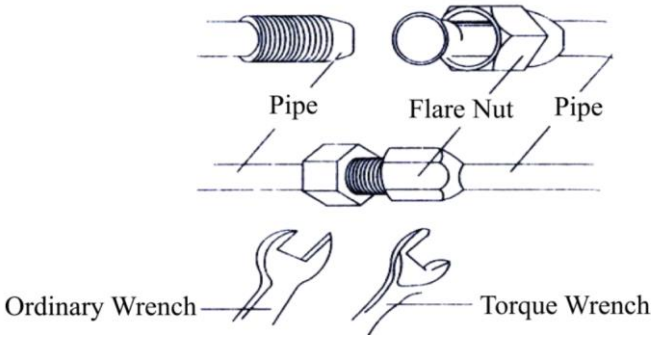

Abb. 18
e) Danach die Schraube mit einem Drehmomentschlüssel festziehen, bis ein metallisches Geräusch zu hören ist (wie in Abb. 18 dargestellt).